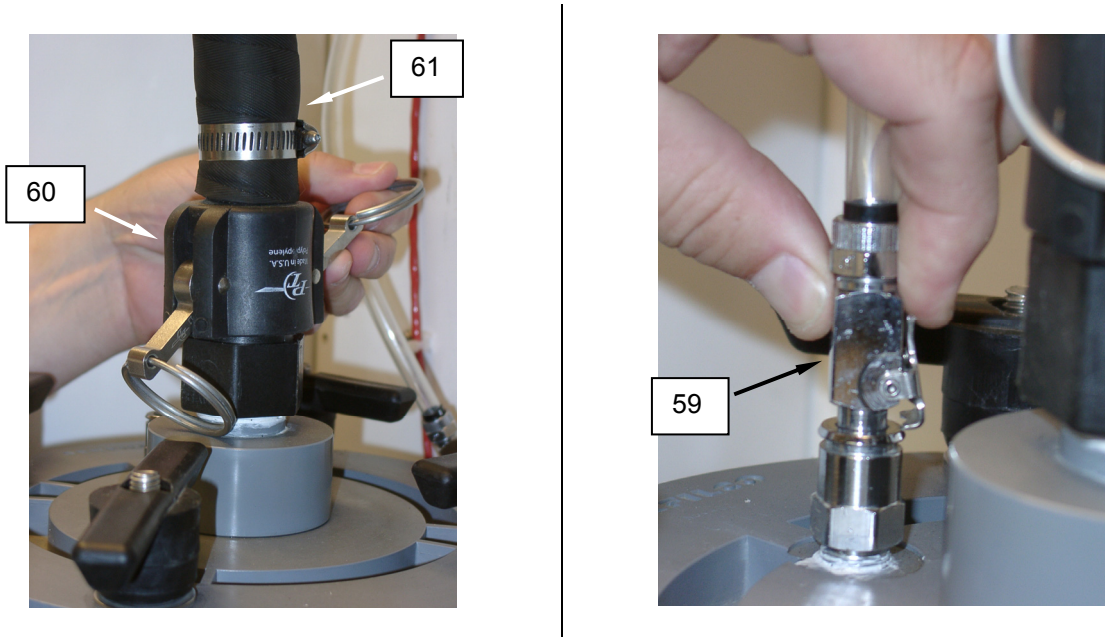

Figure 22. Replace the F-1A and F-1B Filter Elements.
13. Install the QD fitting **(Figure 22, item 60)** with hose **(Figure 22, item 61)** onto the QD male fitting **(Figure 22, item 6)**.
14. Install the filter vent hose **(Figure 22, item 59)**.